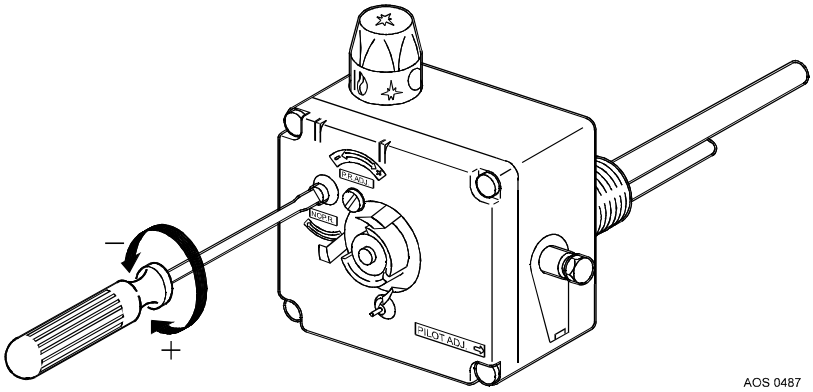

Abbildung 10 - Umrüstung auf anderes Gas
- Setzen Sie die Drucksteuerung auf dem Gassteuerblock außer Betrieb. Entfernen Sie dazu den Temperatursteuerknopf, indem Sie ihn nach vorn zu ziehen. Entfernen Sie dann die rote Kunststoffabdeckkappe, die nun sichtbar wird. Drehen Sie die Schraube “no pr” (no pressure regulation) vollständig hinein (siehe Abbildung 10).
- Setzen Sie die Drucksteuerung auf dem Gassteuerblock in Betrieb. Entfernen Sie dazu den Temperatursteuerknopf, indem Sie ihn nach vorn zu ziehen. Entfernen Sie dann die rote Kunststoffabdeckkappe, die nun sichtbar wird. Drehen Sie die Schraube “no pr” (no pressure regulation) vollständig hinaus (siehe Abbildung 10).